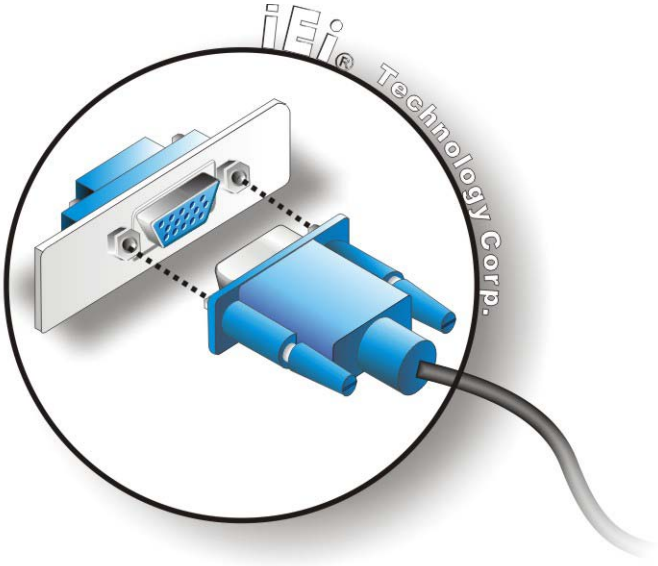

Figure 4-19: VGA Connector
Step 3: **Insert the VGA connector** Once the connectors are properly aligned with the insert the male connector from the VGA screen into the female connector on the IMB-H612. See **Figure 4-19**.